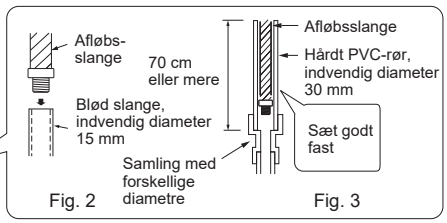
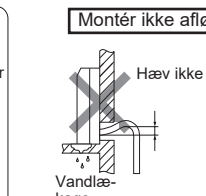

Fig. 2
Fig. 3
- Hvis indendørsenhedens medleverede afløbsslange er for kort, skal den tilsluttes den afløbsslange (J), som skal være tilgængelig på installationsstedet. (Fig. 2)
- Brug tape eller et andet materiale til at forsegle forbindelsen mellem produktets afløbsslange og forlængerafløbsslangen (16 mm indvendig diameter) (J).
- Når afløbsslangen forbindes til røret af hård PVC, skal den sættes godt fast i røret. (Fig. 3)